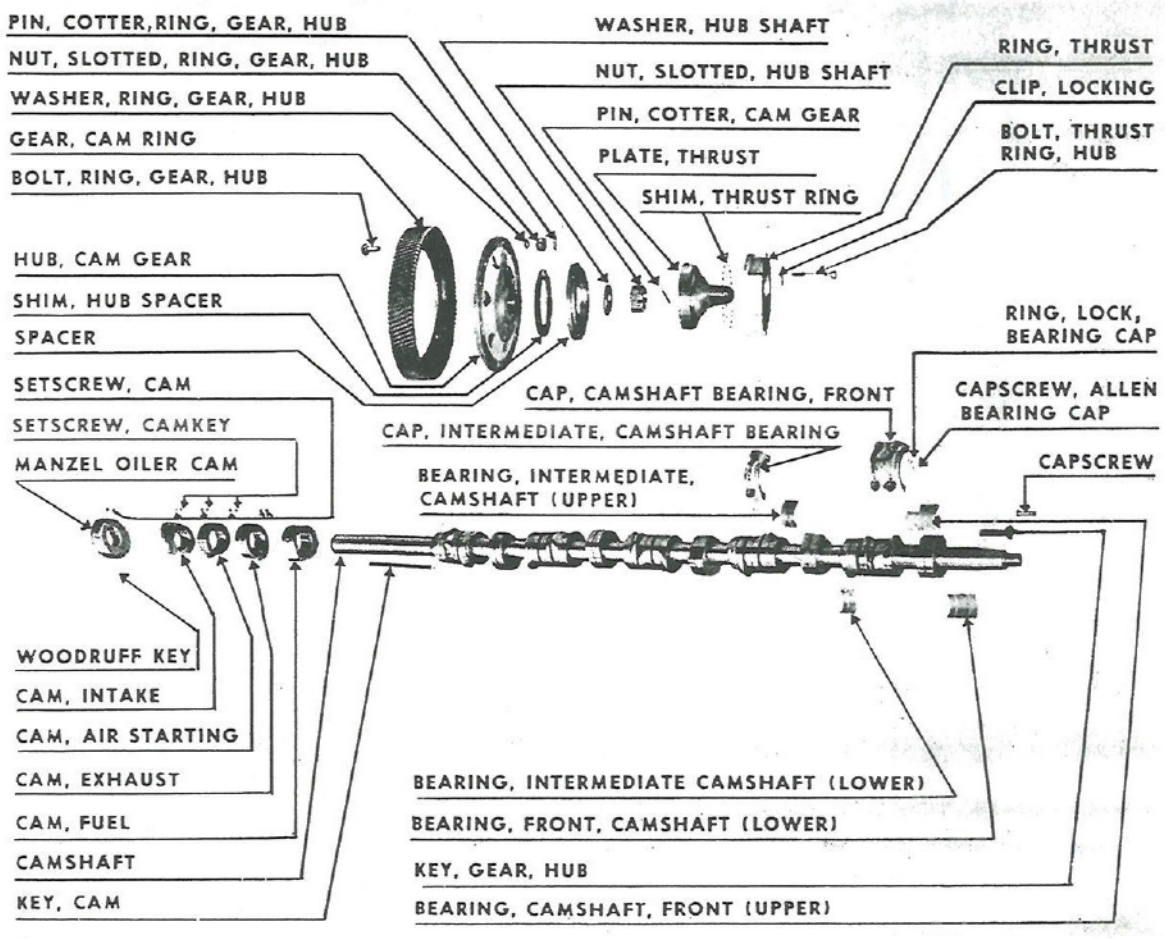

Fig. 54. Camshaft and Cam Parts
b. The camshaft is a straight shaft to which are attached a number of cams. These cams are round discs, with a nose or lobe on one side extending a considerable distance beyond the rest of the disc. The cams are securely fastened to the camshaft in their proper positions by setscrews. Fig. 54 shows a camshaft and cams, as well as other parts, disassembled. The cams are arranged on the camshaft to operate the air intake and exhaust valves, the fuel pump, and the air starting valves for each cylinder. In addition, a cam on the after end of the camshaft operates the Manzel oiler.